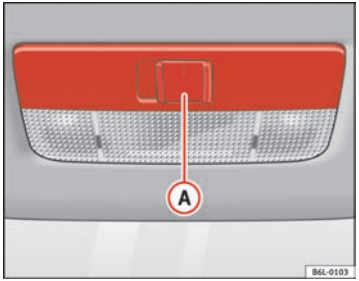

Fig. 56 Interior roof trim: front interior lights
The switch (A) ⇒ fig. 56 is used to select the following positions:
Move the switch to position O ⇒ fig. 56.